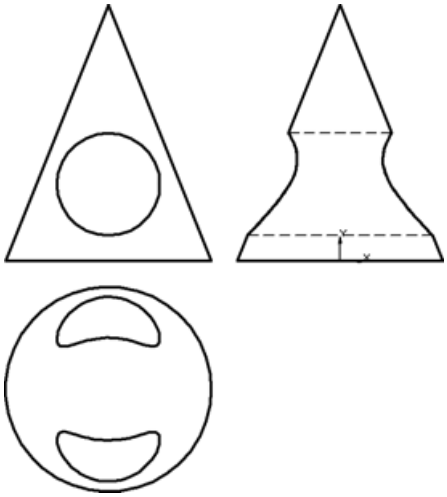

Рис. 6.159
- Создайте новый чертеж и постройте в нем три стандартные проекции модели для варианта **Вырезать выдавливанием** (рис. 6.159). Сохраните документ на диске.